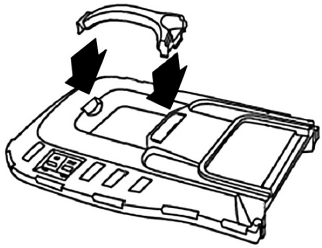
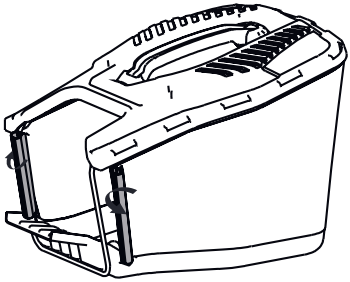
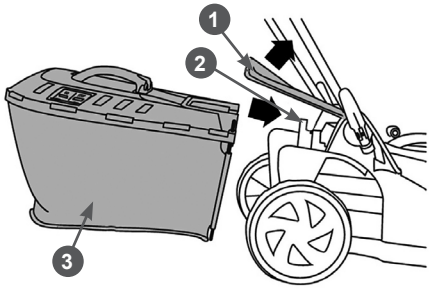

Рис. 8 Установка ручки травосборника
Рис. 9 Сборка травосборника
Рис. 10 Установка травосборника
7. Соберите и установите травосборник. Для этого установите ручку травосборника на травосборник (Рис. 8), прикрепите край мешка для травы к металлическому каркасу, закрепив сбоку пластиковые крючки, как показано на Рис.9, а затем поднимите заднюю крышку 1 и установите травосборник 3 на специальные выступы 2 на корпусе газонокосилки, как показано на Рис.10.